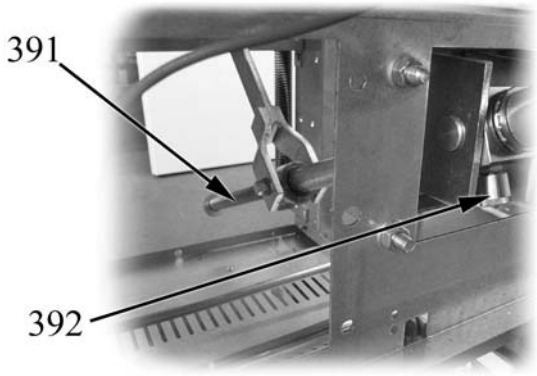

Fig. 38
Apply a thin layer of grease along the tilting screw (item 391 in Fig. 38);
Turn the plug of the grease box (item 392 in Fig. 38) clockwise one turn;